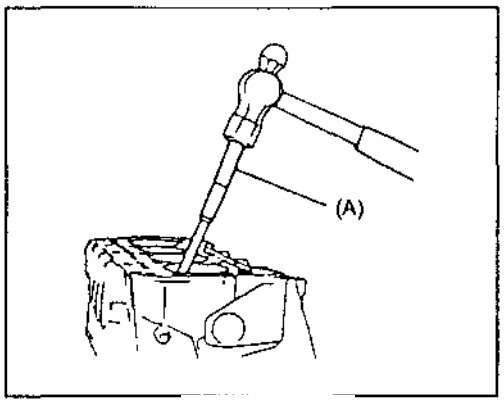

Рис. 98
6) Вытолкните направляющую втулку клапана со стороны камеры сгорания в направлении пружины клапана при помощи специального инструмента (съемник втулки клапана) (Рис. 98).